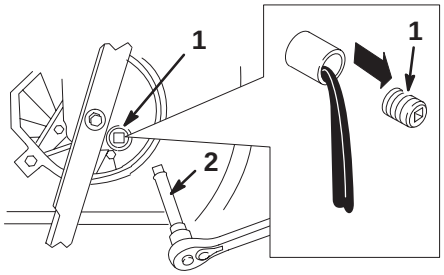

Figure 18
5. Remove the oil drain plug, return the lawn mower to its operating position, and allow the oil to drain into the drain pan (Fig 18).